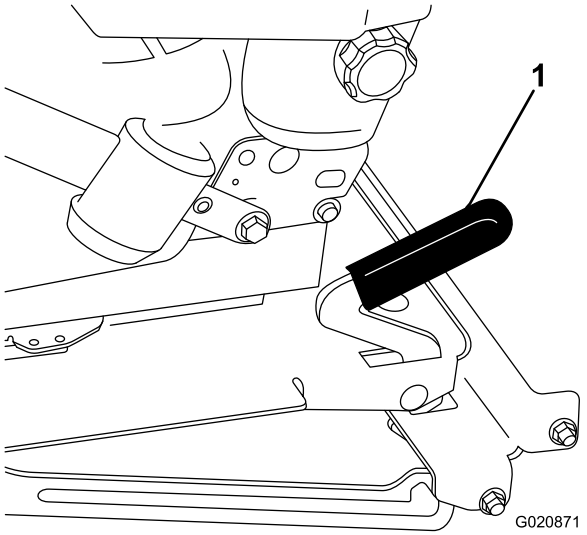

Figur 32
2. Træk sædelåsegrebet frem, og løft op for at frigøre sædet (Figur 32).